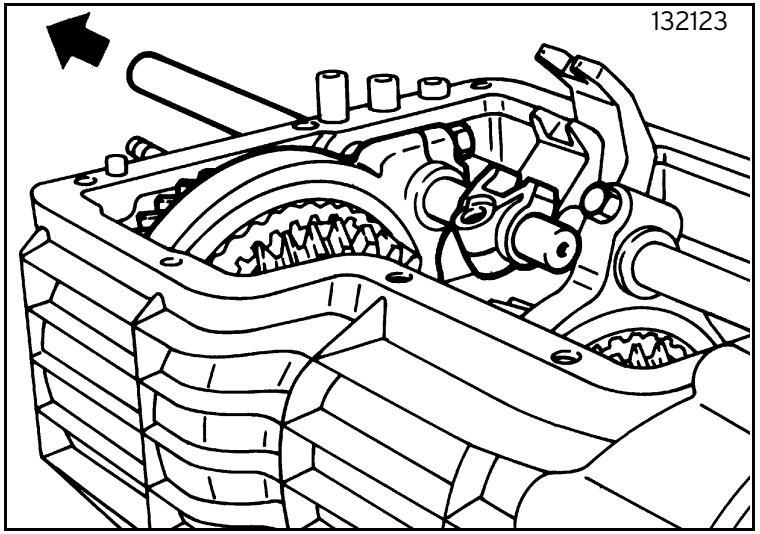

Fig. 23
- take out the IV/V control rod with its ratchet and fork (figure 23);